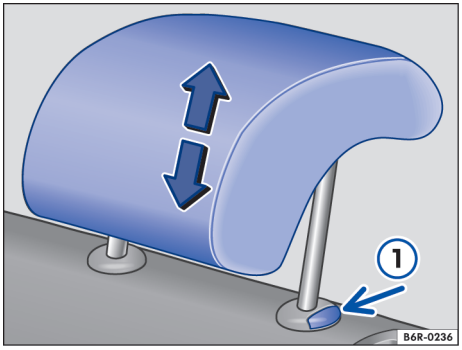

Fig. 63 Ajustar o apoio para cabeça traseiro.
– Empurrar o apoio para cabeça para cima no sentido da seta ou, com o botão → Fig. 63 ① pressionado, empurrar para baixo → ⚠ em *Introdução ao tema* na página 76.